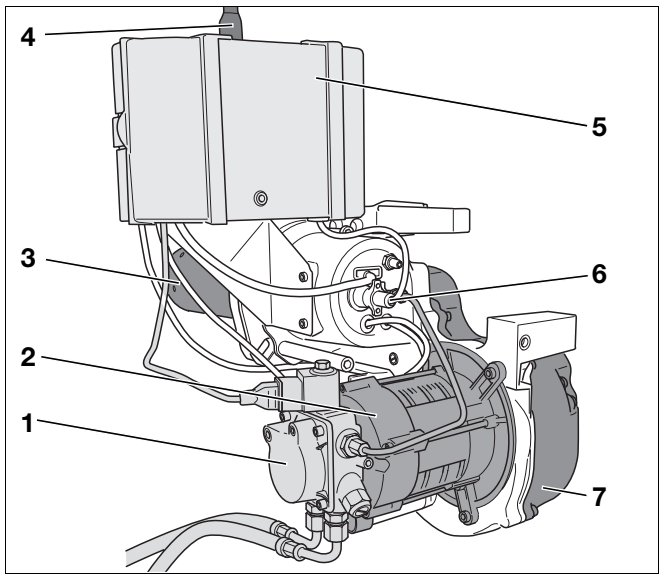

Rys. 1 Palnik Logatop BE 1.3 i 2.3
- Pompa olejowa z zaworem elektromagnetycznym i przewodami olejowymi (Rys. 1, **Poz. 1**)
- Silnik palnika (Rys. 1, **Poz. 2**)
- Rura palnika (Rys. 1, **Poz. 3**)
- Cyfrowy automat palnikowy SAFe 10 z przyciskiem odkłócającym (Rys. 1, **Poz. 5**)
- Czujnik płomienia (Rys. 1, **Poz. 6**)
- Dmuchawa (Rys. 1, **Poz. 7**)
Palnik (Rys. 1) przyłączony jest za pomocą wtyczki sieciowej (Rys. 1, **Poz. 4**) i połączony ze sterownikiem przewodem komunikacyjnym.